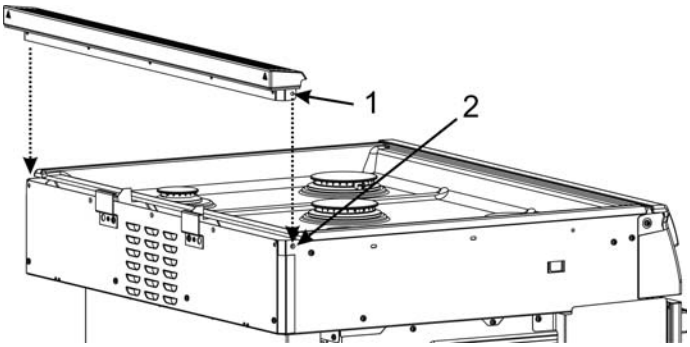

Figure 2 : Positionnement de la garniture d'îlot
6. Abaissez le dosseret bas en position tout en alignant le trou 1 de la garniture d'îlot avec le trou 2 des deux côtés de la cuisinière. Voir Figure 2: Positionnement de la garniture d'îlot.